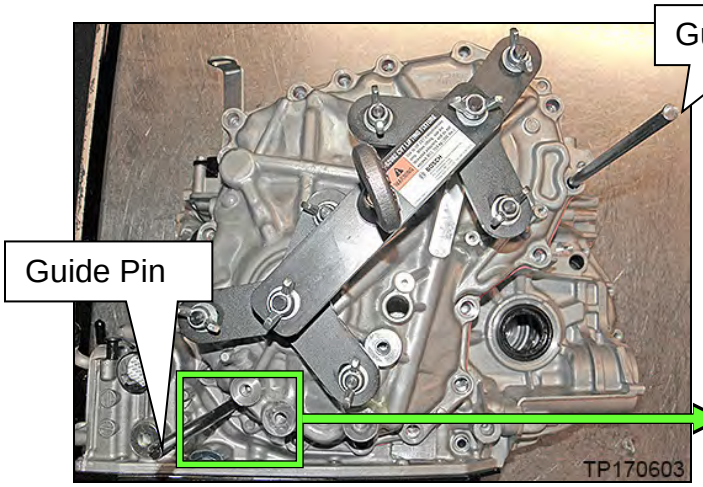
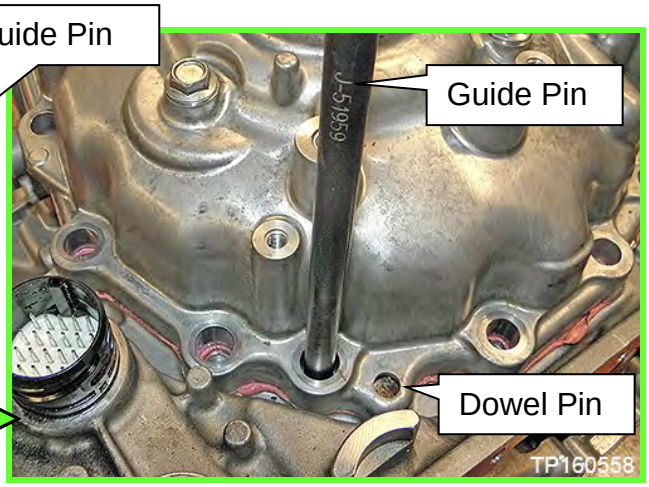

Figure 9E
Figure 10E
8. Install the two CVT Assembly Guide Pins (J-51959 - Guide Pins) as shown in Figure 9E and Figure 10E.
NOTE: Guide pin locations are shown in Figure 9E on page 35.